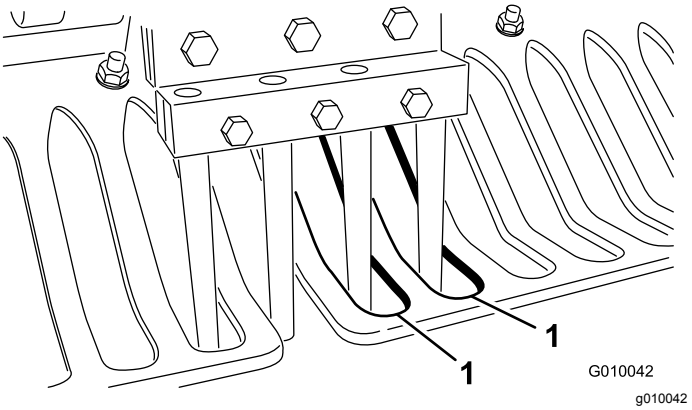

Figur 27
7. Kontrollera att luftarpinnarna hamnar i mitten av mellanrummen i gräsmatteskydden (Figur 27). Justera gräsmatteskydden efter behov och dra åt muttrarna.